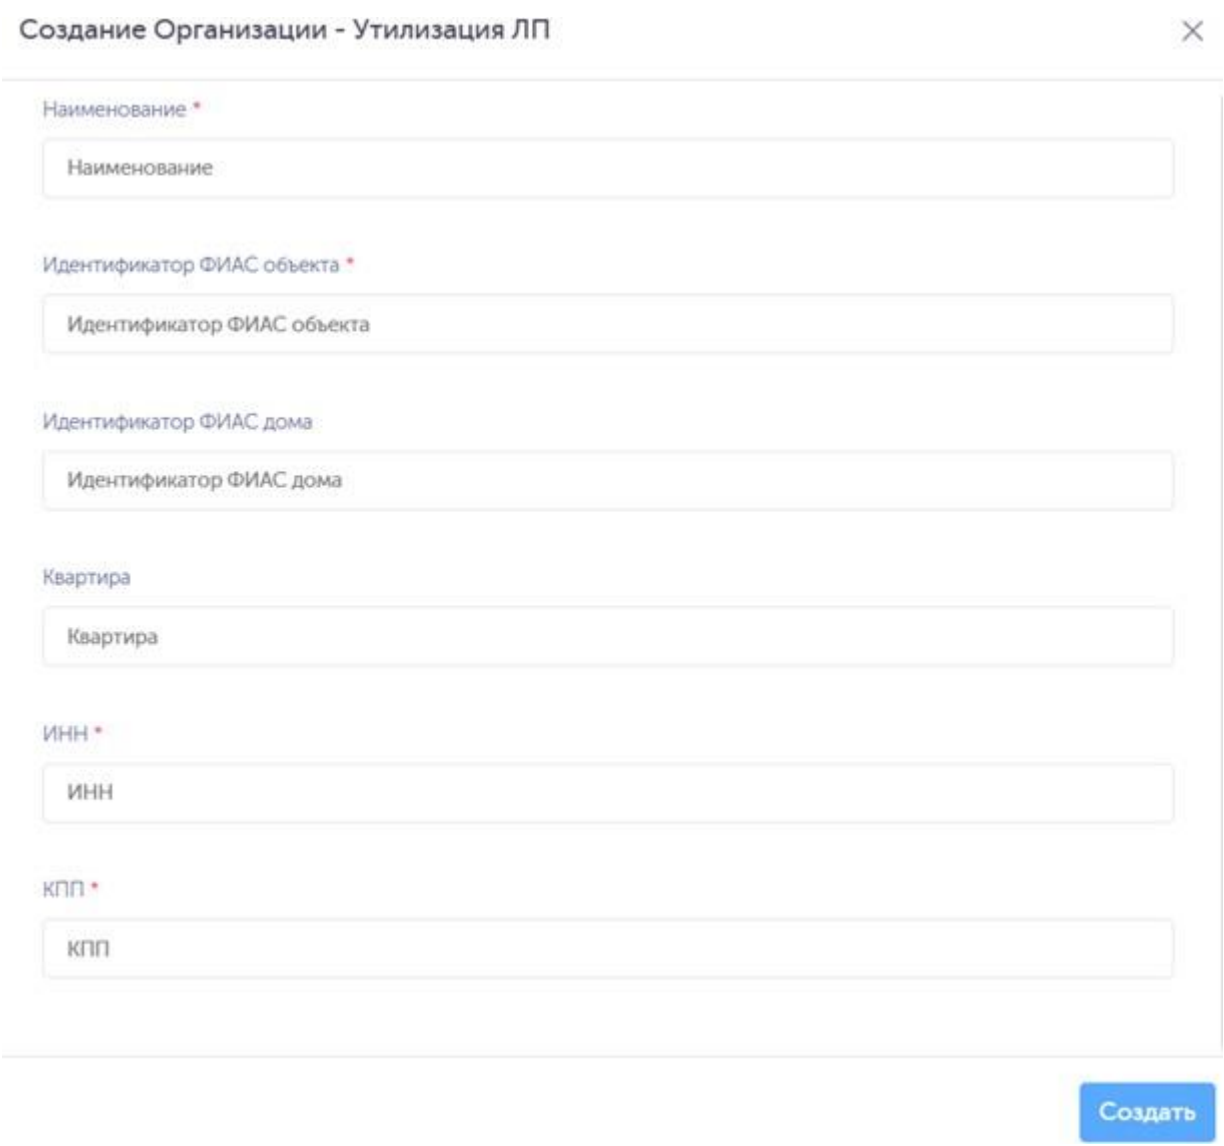

Рисунок 2-126
2) в открывшейся форме «Создание Организации - Утилизация ЛП» (Рисунок 2-126) заполнить соответствующие поля;